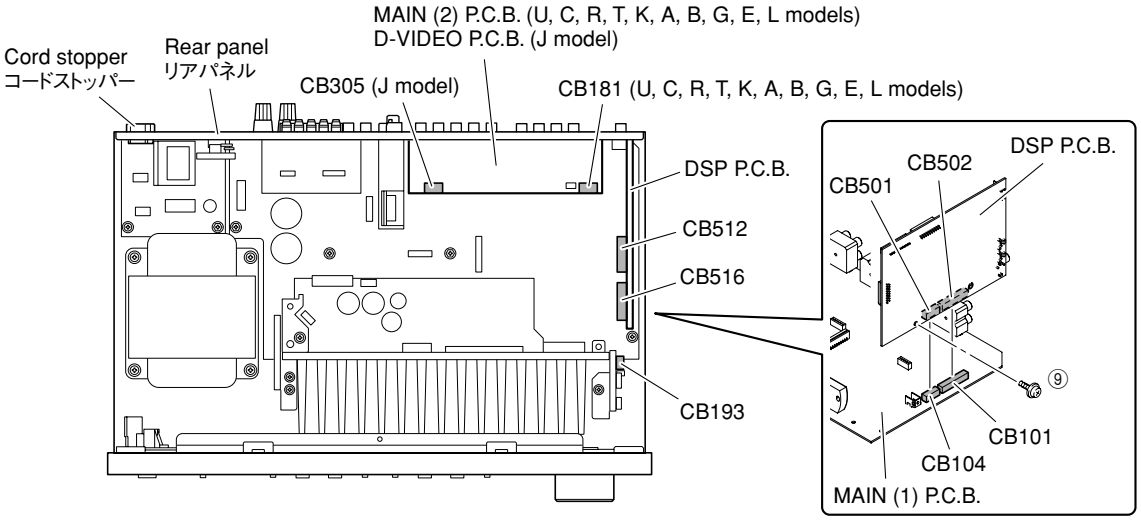

Fig. 2
3. Removal of MAIN (2) P.C.B.s
a. Remove CB193 and CB181. (Fig. 2)
c. Remove MAIN (2) P.C.B.s. (Fig. 2)
a. CB193、CB305を外します。(Fig. 2)
c. D-VIDEO P.C.B.を取り外します。(Fig. 2)
b. Remove cord stopper. (Fig. 2)
c. Remove rear panel. (Fig. 2)
d. Remove 1 screw (⑨). (Fig. 2)
e. Remove CB512 and CB516. (Fig. 2)
f. Remove the DSP P.C.B. which is connected directly to the MAIN (1) P.C.B. with connectors. (Fig. 2)
b. コードストッパーを外します。(Fig. 2)
c. リアパネルを取り外します。(Fig. 2)
d. ⑨のネジ1本を外します。(Fig. 2)
e. CB512、CB516を外します。(Fig. 2)
f. DSP P.C.B.を取り外します。ただし、DSP P.C.B.はMAIN(1)P.C.B.と直接コネクター接続されています。(Fig. 2)